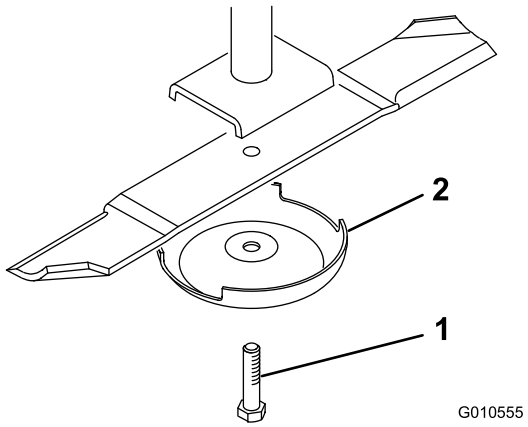

Figuur 24
4. Pak het uiteinde van het mes vast met een lap of een dikke, gevoerde handschoen. Verwijder de mesbout, de antiscalpeercup en het mes van de as (Figuur 24).